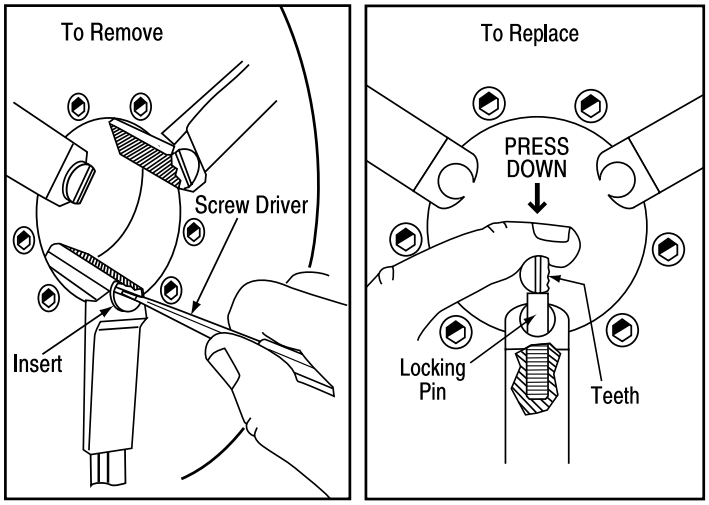

Figure 11
1. Place screw driver in insert slot and turn 90 degrees in either direction (Figure 11).